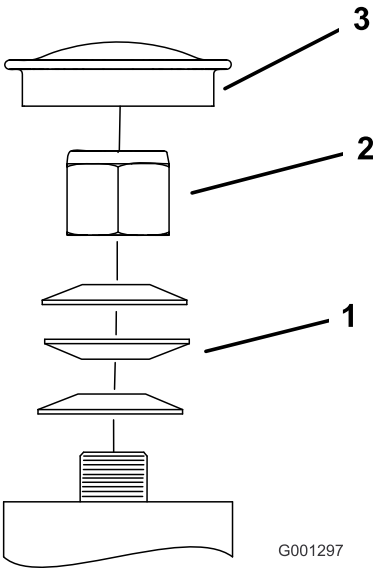

Figuur 67
3. Verwijder de stofkap van het zwenkwiel en draai de borgmoer aan (Figuur 67).
4. Draai de borgmoer aan totdat de veerringen vlak liggen, en draai deze vervolgens een 1/4 slag terug om de voorspanning op de lagers correct af te stellen (Figuur 67).
Belangrijk: Zorg ervoor dat de veerringen goed zijn geplaatst, zoals getoond in Figuur 67.
5. Plaats de stofkap (Figuur 67).